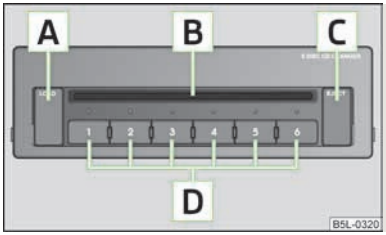

图 99
› 短促按压按钮 C » 图 99，将 CD 光盘插入 CD 插口 B 中。此 CD 被自动加载到 CD 换碟机中最低的空闲位置上。相应按钮 D 中的指示灯停止闪烁。
› 按下并按住按钮 C » 图 99 超过 2 秒钟，然后将 CD 依次（最多 6 张 CD）插入 CD 插口 B 中。按钮 D 中的指示灯不再闪烁。
› 短促按压按钮 C » 图 99。按钮 D 中的指示灯在已经占用的存储位置上亮起，而在空闲的存储位置上闪烁。
› 短促按压按钮 A » 图 99，即可弹出一张 CD。在已经占用的存储位置上，现在按钮 D 中的指示灯亮起。
› 按住按钮 A » 图 99 超过 2 秒钟。CD 换碟机中的全部 CD 被依次弹出。
- 请始终将 CD 的印刷面朝上装入 CD 插口 B » 图 99 中。